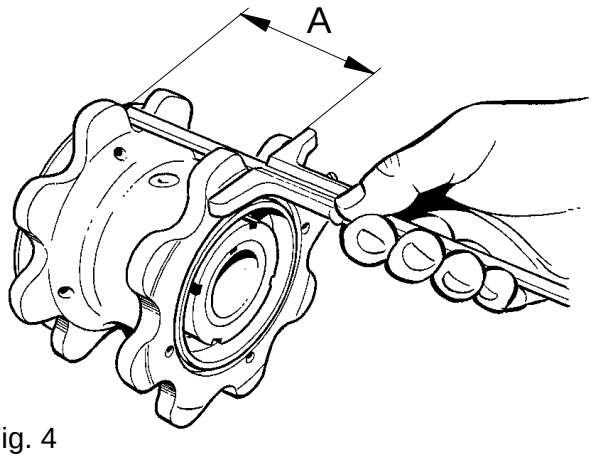

Fig. 4
- **Distance A:** Remove the outer guide flange of the safety sprocket and measure the width of the sprocket, see fig. 4. Record the result.